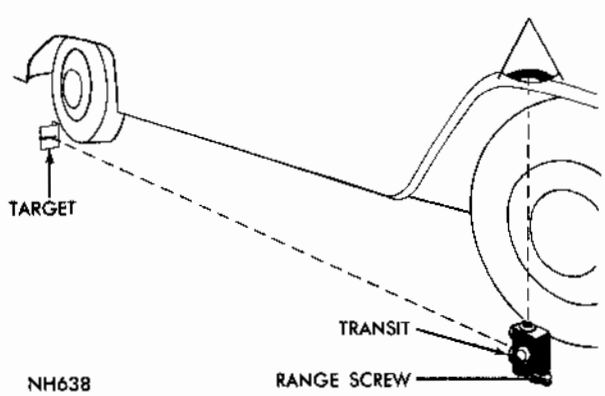

Fig. 1 - Determining Slope of Floor
(1) Place transit on floor in line with vertical centerline of right front wheel (Fig. 1). Place split image target in like position at right rear wheel.
(2) Adjust range screw on transit until target split image coincides or merges into one unbroken line. **Make sure that the line of sight is perpendicular from the eye to the viewing port of the transit and that the target image is centered in viewing port of transit.**
(3) Turn dial on side of transit until bubble in spirit level is centered.
(4) When bubble is centered, note "plus" or "minus" reading on compensator scale. This figure indicates degree of slope of floor and must be transferred to each aimer.